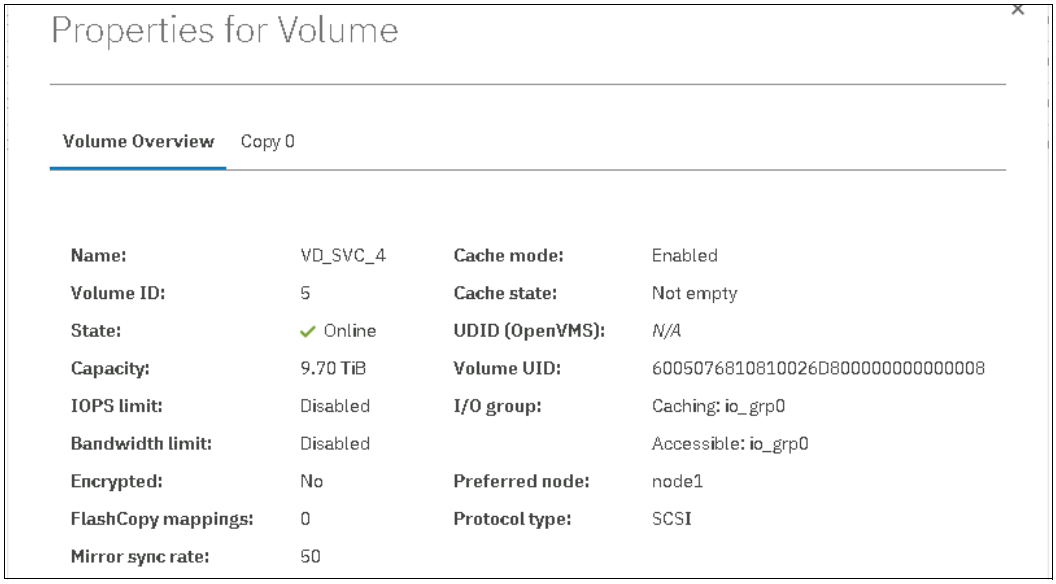

Figure 4-13 FlashSystem volume details
1. To identify the volume serial number, right-click a volume and select **Properties**. Figure 4-13 on page 135 shows the Volume Properties dialog box that opens.
2. To identify your LUN, in the volumes by Hosts view, expand your IBM SAN Volume Controller host group and then review the LUN column, as shown in Figure 4-13 on page 135.
1. From the back-end IBM FlashSystem side first, check the Volume UID field for the volume that was presented to the virtualizer, as shown in Figure 4-13.